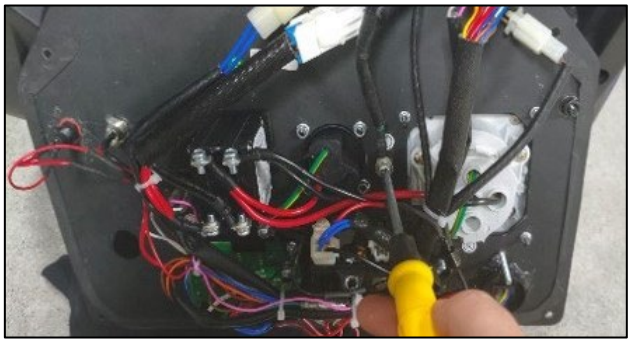

Figure 39 Disconnect the Control Panel
7. With the screwdriver, disconnect the panel grounding wire (see Figure 39).